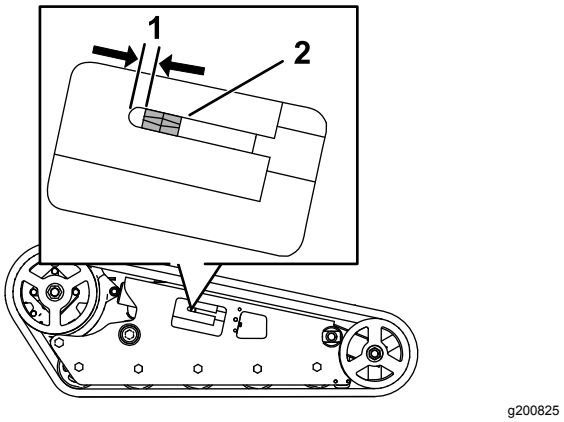

Figuur 57
De spanmoer moet zich op 1,3 cm van de achterzijde van de sleuf van de spanbuis bevinden (Figuur 57). Als dit niet het geval is, stel dan de spanning van de rupsbanden af met behulp van de volgende procedure:
5. Gebruik een dopsleutel van ½" en draai de spanschroef linksom tot de afstand tussen de spanmoer en de achterzijde van de sleuf van de spanbuis 1,3 cm is, zoals getoond in Figuur 57.